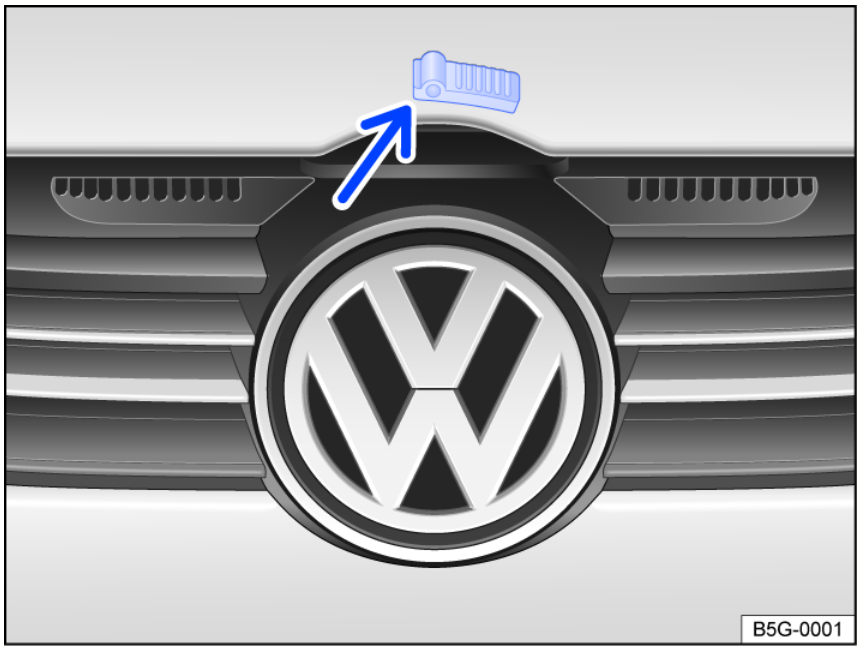
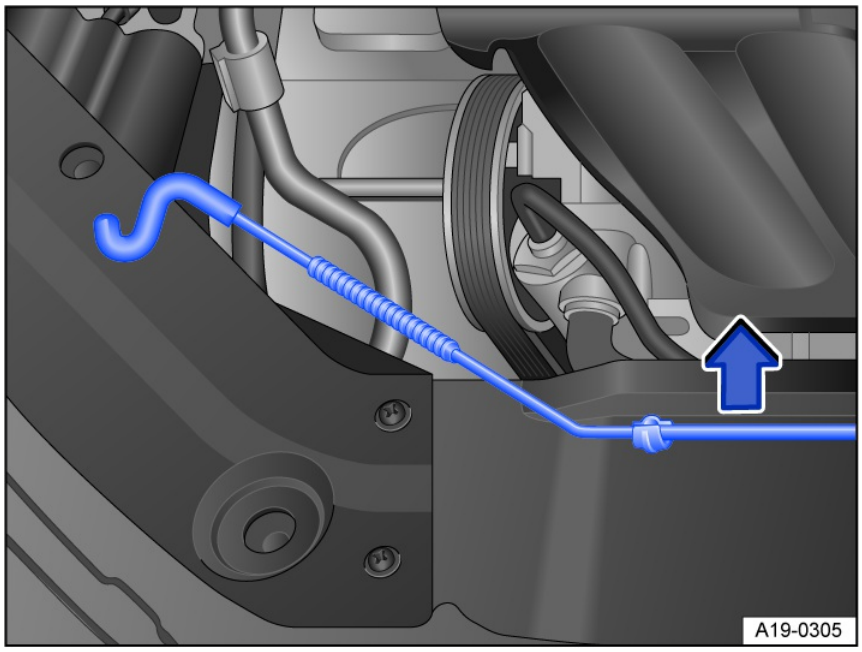
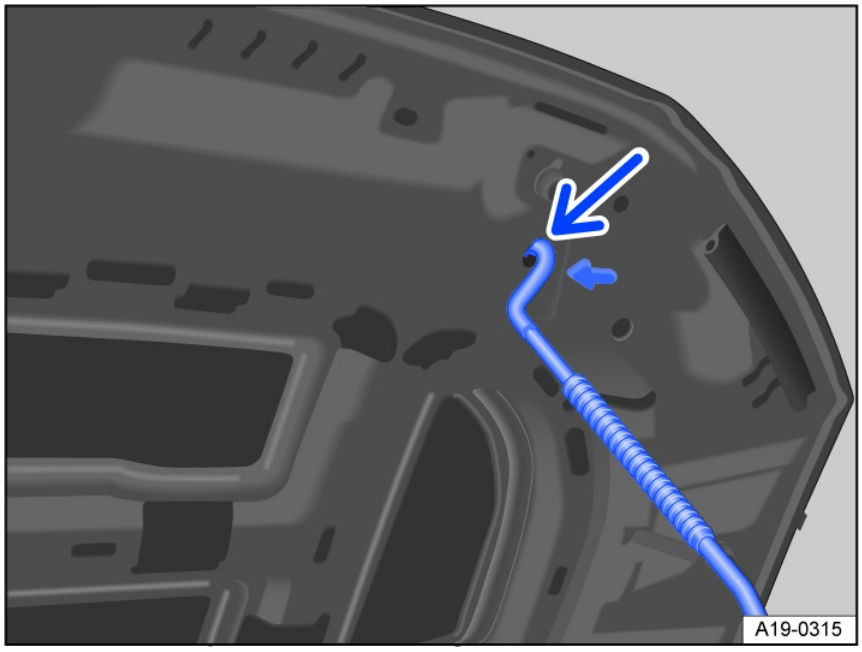

Fig. 135 Above the radiator grille: Opening lever for the hood (general example).
Fig. 136 In the engine compartment: Hood support bracket.
Fig. 137 On the engine hood: Hood support bracket.
2. Lift the engine hood slightly while at the same time pushing the opening lever in the direction of the arrow *fig. 135* to open the engine hood fully.
3. Lift the hood support out of the bracket *fig. 136* in the direction of the arrow and hook it into the opening *fig. 137*.
2. Unhook the hood support from the opening *fig. 136* and clip it back into the bracket *fig. 135*.